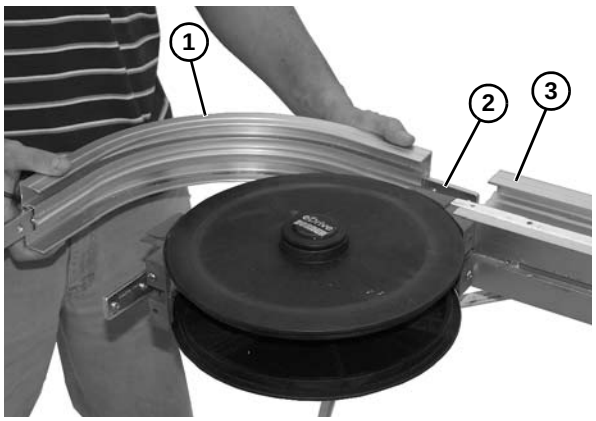

Figure 11
4. Install outer curve frame assembly **(Figure 11, item 1)** clamp plate **(Figure 11, item 2)** into conveyor frame section **(Figure 11, item 3)** by lining up clamp plate with slot in conveyor frame.